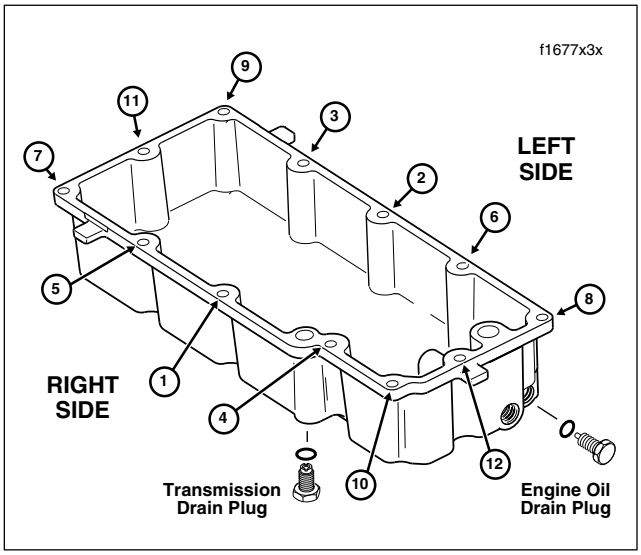

Figure 3-16. Oil Pan Torque Sequence
c. Locate oil drain plug at front of the oil pan. See Figure 3-16. Remove the plug and allow oil to drain completely.
d. Locate transmission drain plug on right side of the oil pan. See Figure 3-16. Remove the plug and drain the transmission lubricant into a suitable container.
e. Alternately loosen and then remove the twelve allen head socket screws to release the oil pan from the transmission housing. Follow the pattern shown in Figure 3-16.
5. Alternately tighten oil pan screws to 84-132 **in-lbs** (9.5-14.9 Nm) following the pattern shown in Figure 3-16.